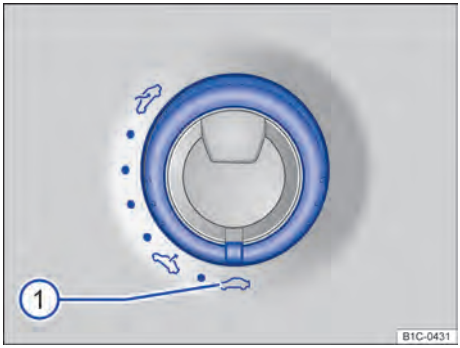
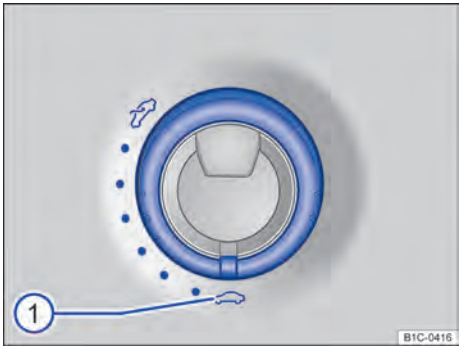

Fig. 39 No revestimento do teto: interruptor do teto solar panorâmico elétrico de vidro (variante 1).
Fig. 40 No revestimento do teto: interruptor do teto solar panorâmico elétrico de vidro (variante 2).
- Girar o interruptor ⇒ Fig. 39 ① ou ⇒ Fig. 40 ① para a posição “Fechado”.